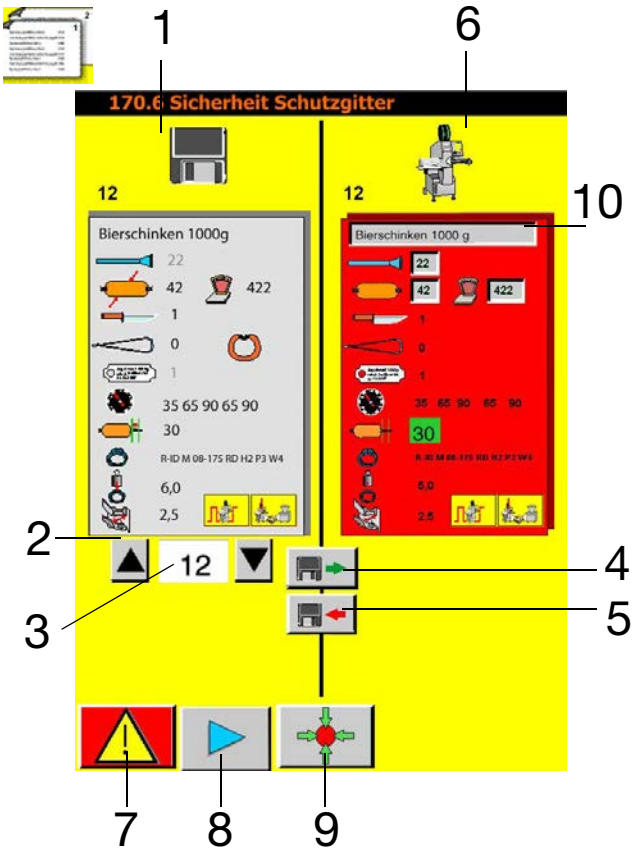

Fig. 4-72
- Press the save program button (5, Fig. 4-72).